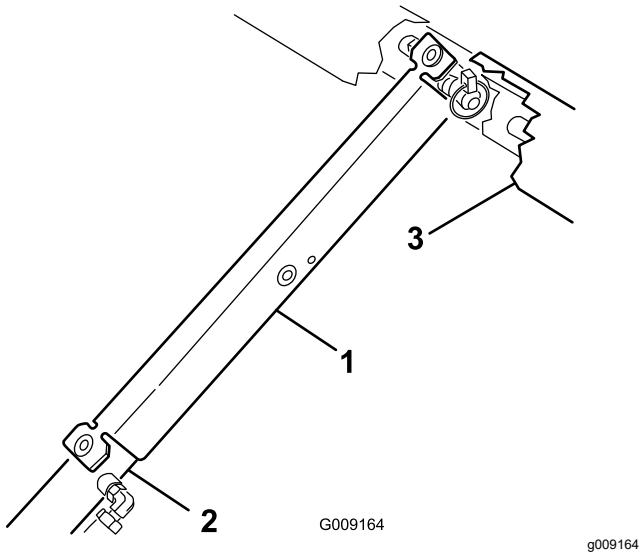

Figura 22
3. Empuje el soporte de la plataforma sobre la varilla del cilindro, asegurándose de que los extremos del soporte descansan sobre el extremo del cilindro y sobre la rótula de la varilla del cilindro (Figura 22).